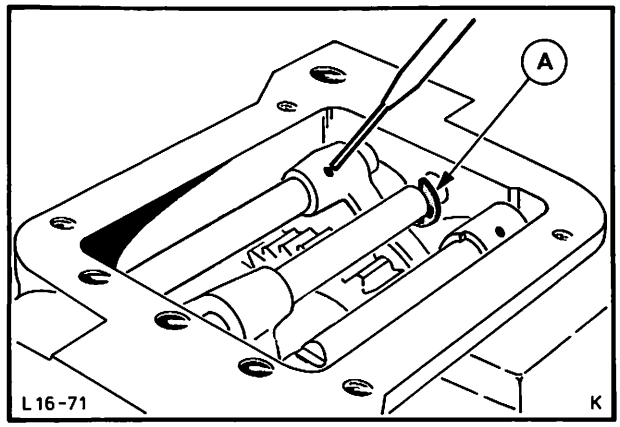

Abb. 87 Spannstifte – Schaltgabeln entfernen
8. Spannstifte – Schaltgabeln (3 Stück) von 1./2., 3./4. und Rw.-Gang mit einem passenden Dorn so weit heraustreiben, Abb. 87, bis die Schaltgabeln frei sind. Sicherungsring – Schaltwelle (3./4. Gang) entfernen und anschließend Schaltwellen zur Verlängerung hin herausziehen. **Auf den Sperrstift in der Schaltwelle (3./4. Gang) achten!**